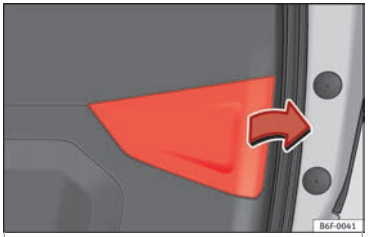

Rys. 118 Otwarta pokrywa bagażnika: zdjąć osłonę.
3. Zdjąć osłonę pokrywy bagażnika we wskazanym kierunku ››› **rys. 118**.